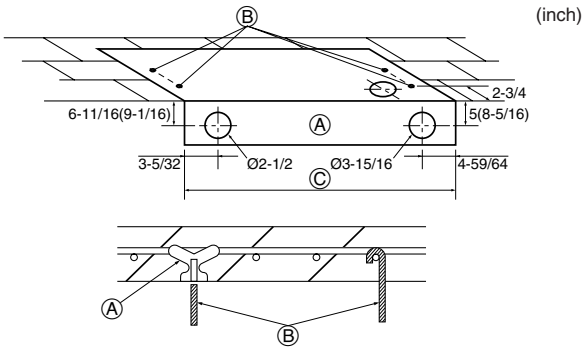

Fig. 3-3
3.2.4. Selección de las posiciones de los tubos y de los pernos de suspensión (Fig. 3-3)